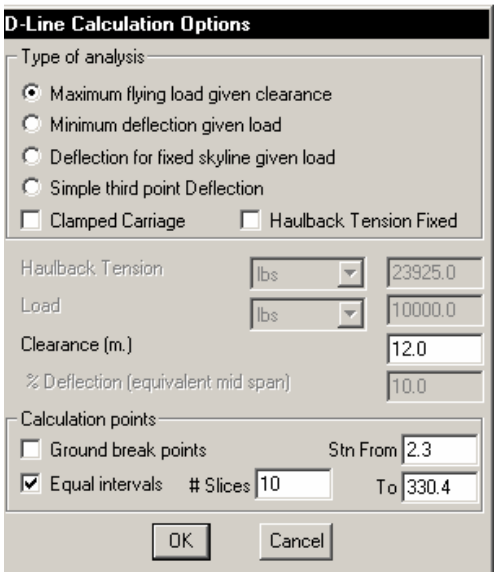

Figure 14.2 D-Line Calculation Options dialog box.
7. Select Cable Analysis | Calculation Parameters to activate the D-Line Calculation Options dialog box shown in Figure 14.2.